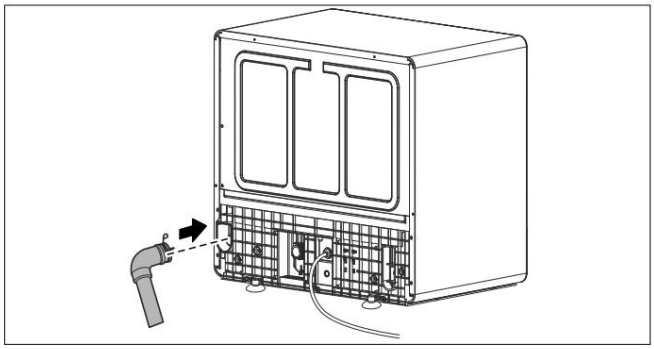

Rys. 13 – Podłączenie odpływu wody
Włóż wąż spustowy z przyłączem do odpływu wody (10) do tylnej części urządzenia i zabezpiecz go za pomocą zacisku (patrz rys. 13).